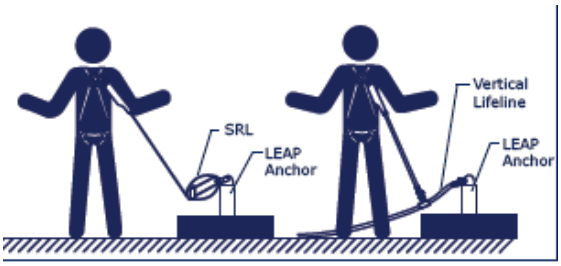

Figure 8
a) Figure 8 illustrates the proper connection of typical fall arrest equipment to the LEAP anchor. Always protect the lifeline from abrading against sharp or abrasive surfaces on the roof. Make sure all the connections are compatible in size, shape and strength.